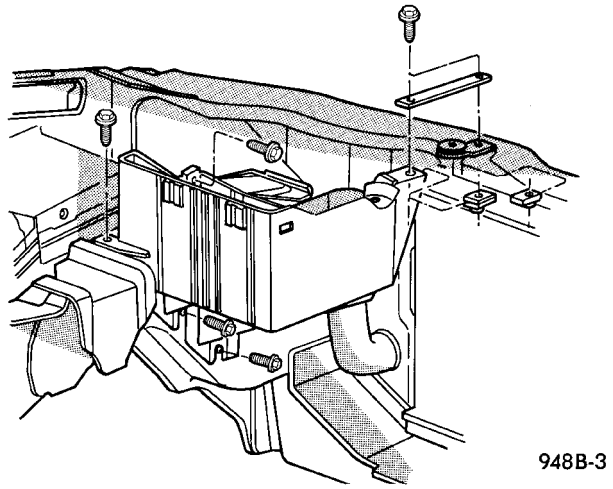

Fig. 20 Desmontaje de la bandeja de la batería
(1) Instale la batería en el vehículo, asegurándose de que se coloca en posición correcta en la bandeja.
(2) Instale la abrazadera de sujeción de la batería, asegurándose de que se coloca en posición correcta en la batería.
(3) Coloque la cubierta del protector térmico sobre la batería y cálcelo junto con la bandeja de la batería (Fig. 20). Es posible que sea necesario aflojar un extremo del perno pasante para instalar la cubierta
(2) Retire el perno de sujeción de la bandeja de la batería. Retire la bandeja de la batería (Fig. 20).